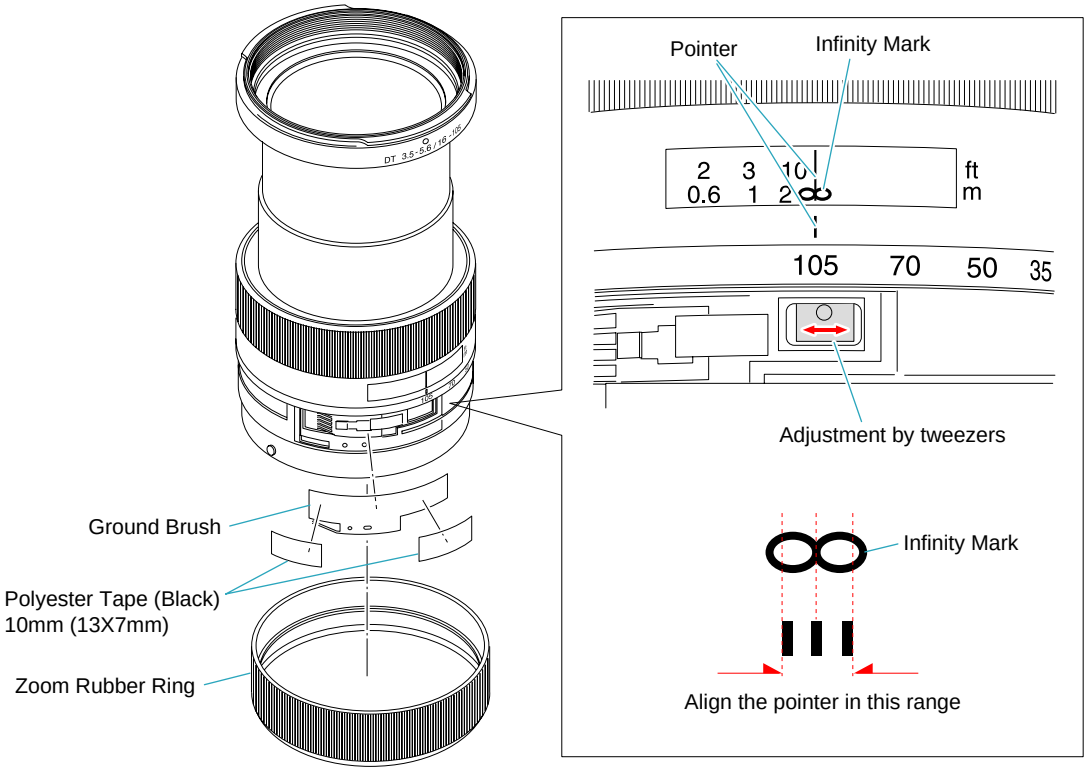

Fig.4-8-1
1) Remove parts indicated in Fig.4-8-1 from the lens unit.